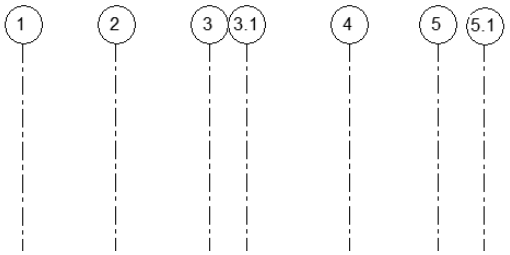

Figure 3-50 *The display of vertical grids after they are renumbered*
15. Repeat steps 11 and 12 to rename the grid lines marked **6** and **7** to **5** and **5.1**, respectively, as shown in Figure 3-50.